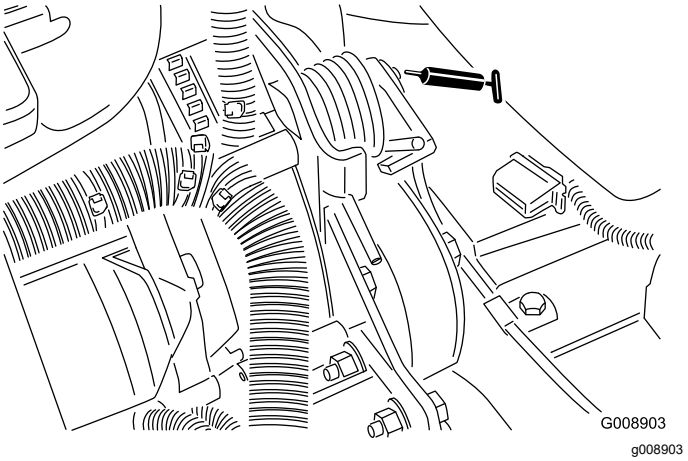

Rysunek 51
- Oś napinacza paska (Rysunek 51)